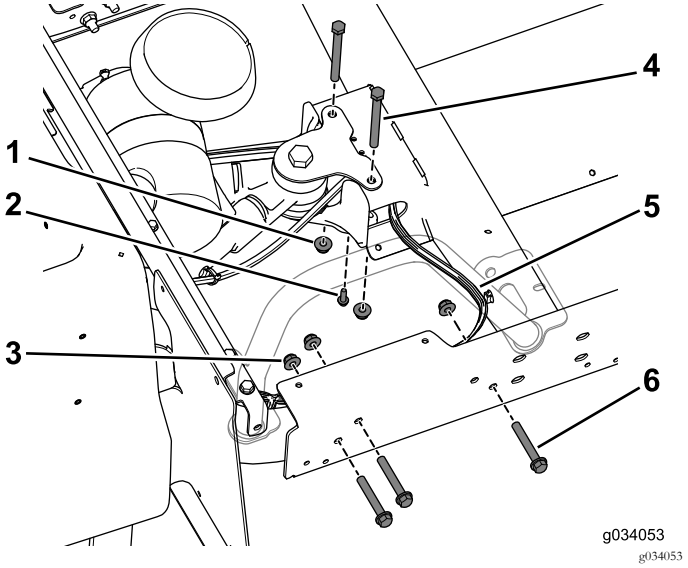

Рисунок 28
8. С помощью трех болтов (3/8 x 2-1/2 дюйма) и фланцевых гаек установите, не затягивая, удлинительную балку на заднюю раму (Рисунок 28). Выполните эти действия на обеих сторонах автомобиля.
Примечание: Убедитесь, что жгут проводов выходит из центрального швеллера с правой стороны (Рисунок 28).
9. С помощью самонарезающего винта (1/4 x 3/4 дюйма) прикрепите тройник тормозной трубки к центральному швеллеру (Рисунок 28).
10. Используйте два болта (3/8 x 3-3/4 дюйма) и фланцевые гайки, чтобы свободно установить, не затягивая, центральный швеллер на заднее крепление (Рисунок 28).